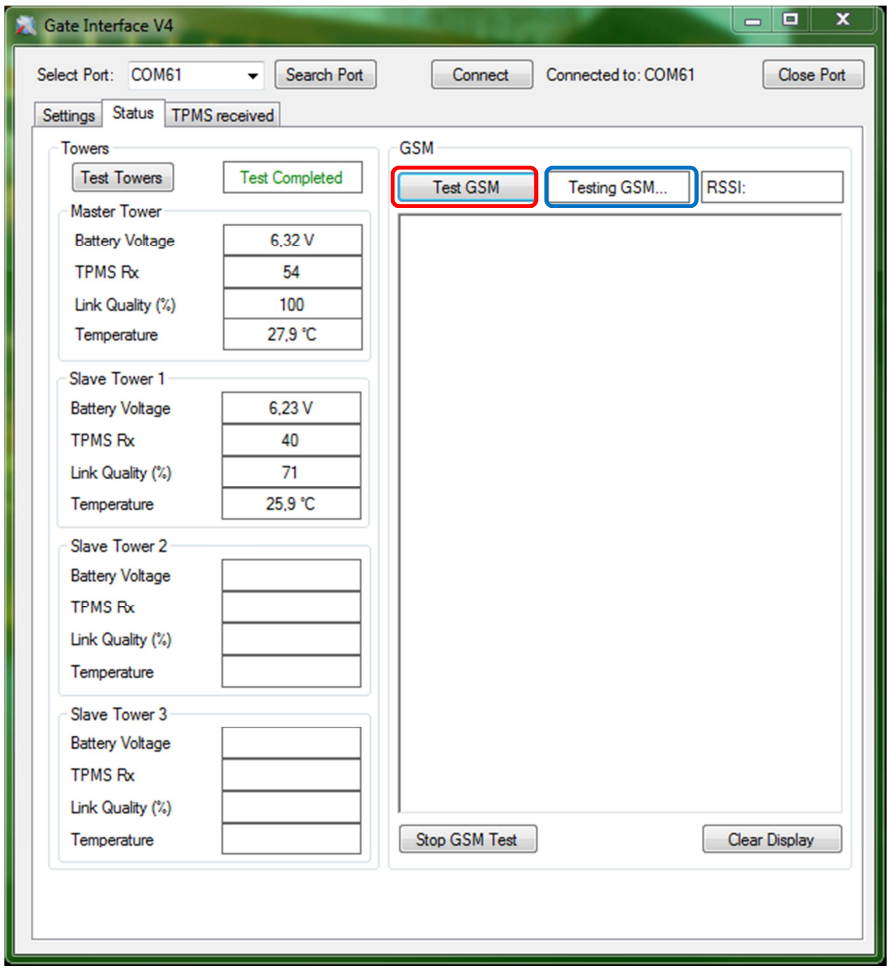

Figure 14 – GSM Test start
2. On Gate Interface V4, to start GSM test click the "Test GSM" button, as shown in Figure 14. System status will change to "Testing GSM" and results are printed on the screen below.